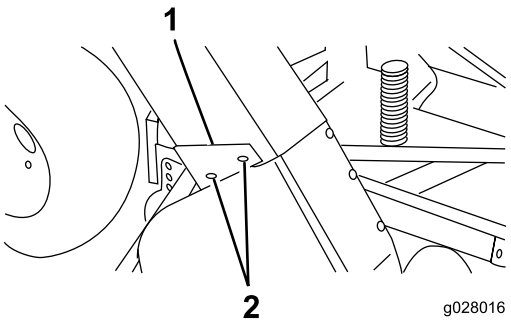

Figura 19
4. Deslize a calha sobre a abertura do soprador e para as cavilhas de montagem (Figura 19).